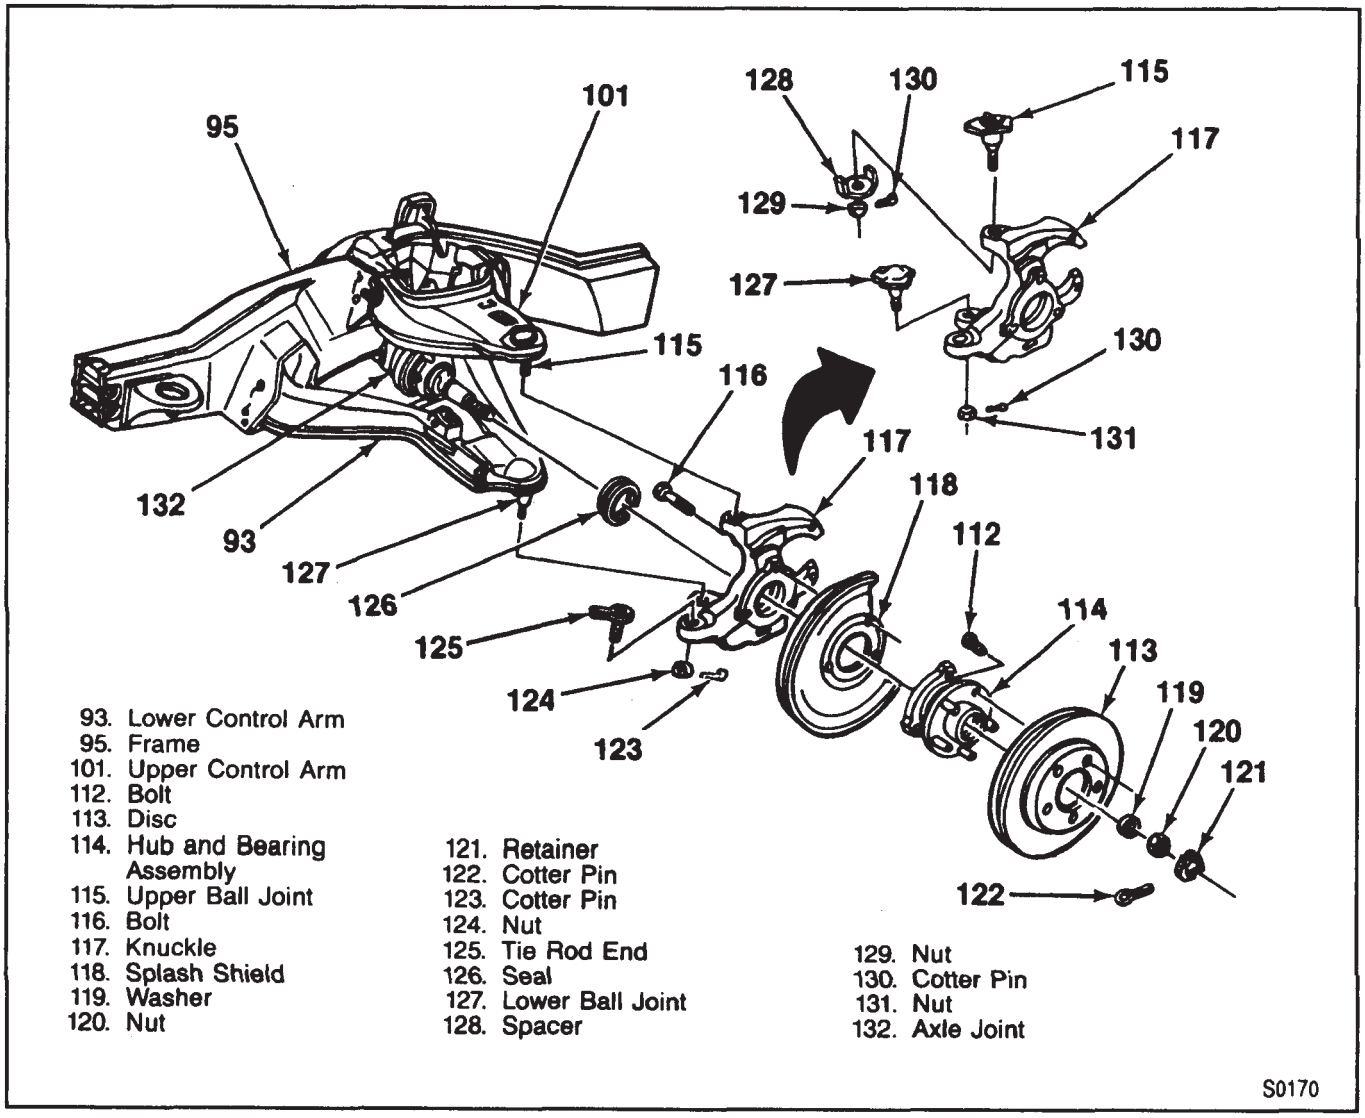

Figure 40—Hub, Knuckle, and Ball Joints
Remove or Disconnect (Figures 40 through 43)
Install or Connect (Figure 40 and 43)
- Nuts (129) to 83 N·m (61 ft. lbs.).
- Nut (131) to 113 N·m (83 ft. lbs.).
5. New cotter pins (130).
6. Splash shield (118) aligned to the knuckle (117).
7. Hub and bearing assembly (114) (figure 40).
8. Bolts (116).
Remove or Disconnect (Figures 40 and 45 through 47)
Install or Connect (Figures 40, 48 and 49)